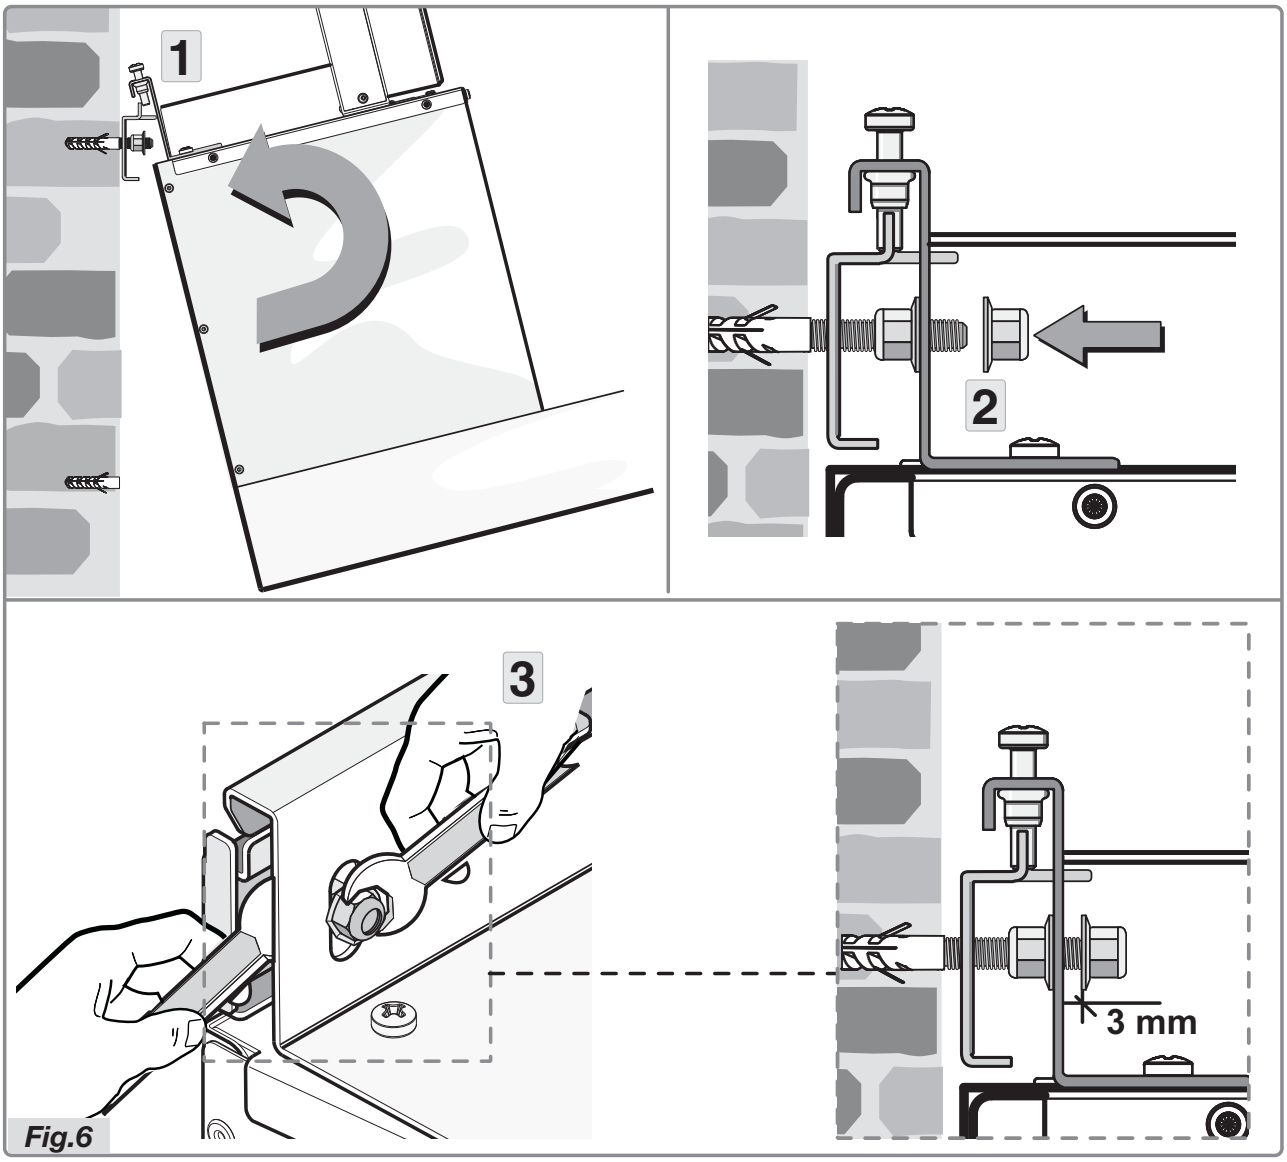

Fig.6
- Tilt the hood slightly and hook it to the bracket as shown (figure 6 step 1).
- Position the structure and fasten it on the bracket, inserting the nut in the screw (figure 6 step 2).
- Hold the suitable spanner in one hand and, with the other hand, pull the nut using a second spanner (figure 6 step 3). The distance between the nut and the bracket should be a minimum of 3 mm.